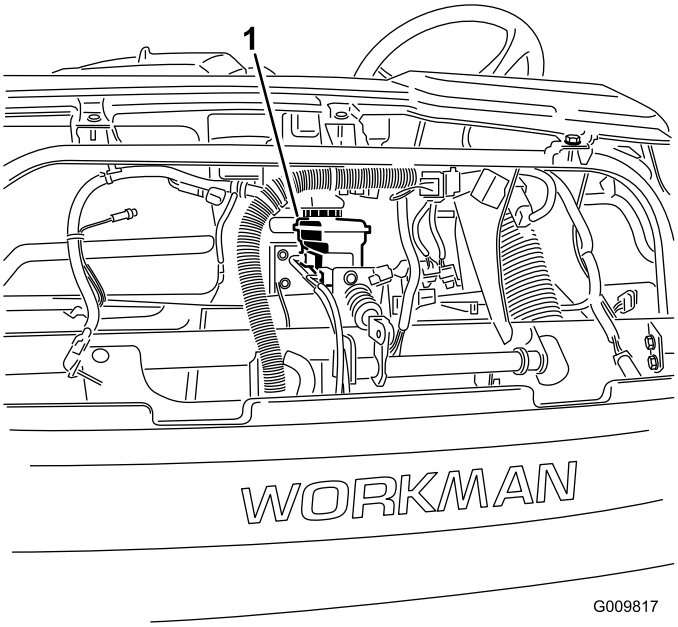
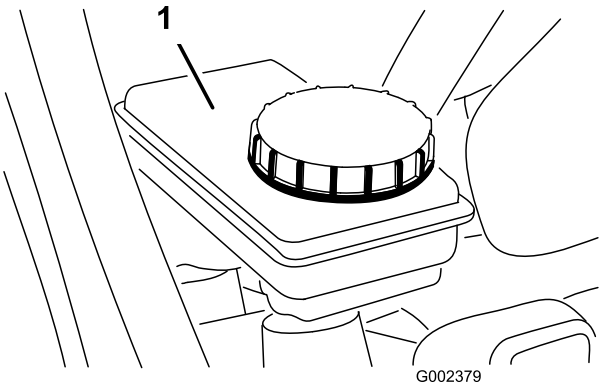

Figur 26
Figur 27
3. Kontrollér væskestanden i bremsevæskebeholderen (Figur 26 og Figur 27).
A. Rengør området omkring beholderens dæksel (Figur 27).
B. Fjern beholderens dæksel (Figur 27).
C. Påfyld den specifikke bremsevæske til linjen Full (fuld) på beholderen (Figur 27).
D. Sæt dækslet på (Figur 27).